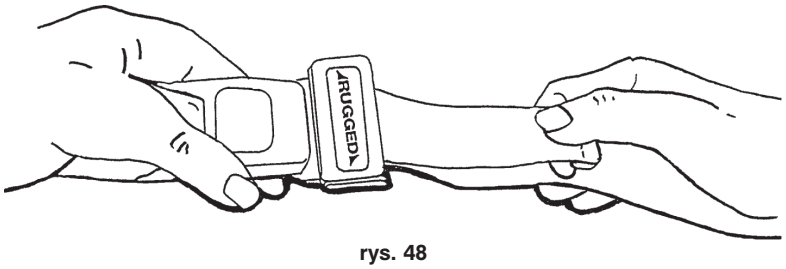

rys. 48
- **Aby wydłużyć pas unieruchamiający**, należy chwycić płytkę zamka sprzączki i obrócić ją pod kątem do pasa, a następnie przeciągnąć (rys. 48). Zapadka na końcu pasa uniemożliwia ściągnięcie płytki zamka z pasa.
- **Aby skrócić pas unieruchamiający**, należy chwycić zapadkę i przeciągnąć z powrotem pas przez płytkę zamka do momentu osiągnięcia wymaganego napięcia pasa (rys. 48).